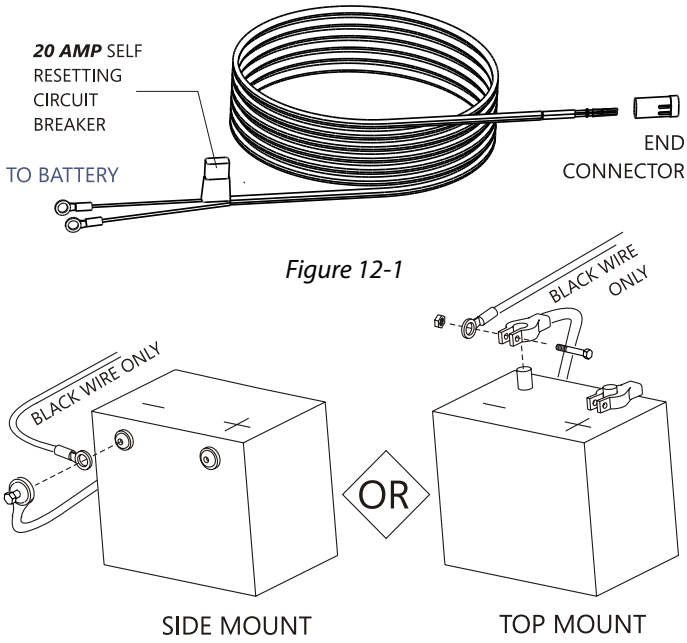

Figure 12-1
2. **Route the wire harness beginning at the battery.** Attach the black wire to the negative terminal on the battery. *[Figure 12-1]*